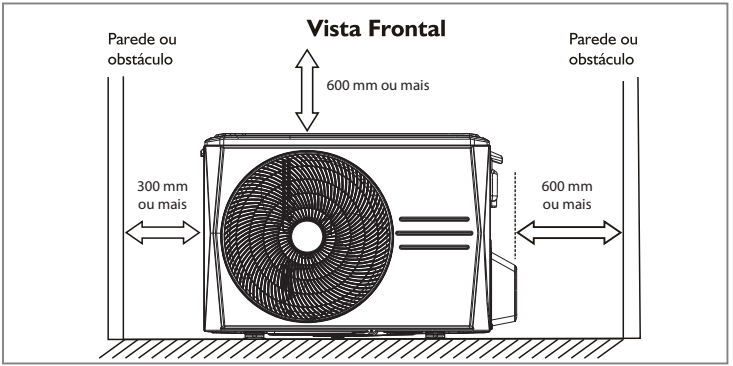

FIG. 3 - ESPAÇAMENTOS MÍNIMOS RECOMENDADOS
- Instalar as unidades de forma que elas fiquem livres de quaisquer tipos de obstrução das tomadas de ar de retorno ou insuflamento. Obedecer os espaços requeridos para instalação, manutenção e circulação de ar conforme as Figs. 3 e 4 a seguir.